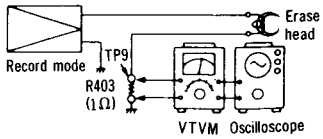

Fig. 15
1. Test equipment connection is shown in fig. 15.